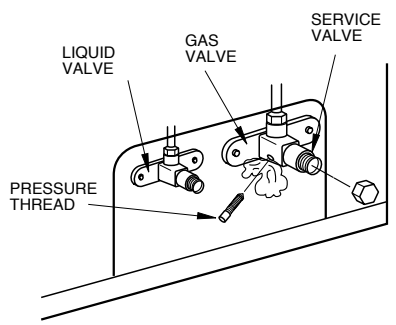

Fig. 16
7. Open both the gas as well as the liquid valves completely. (Fig. 16)